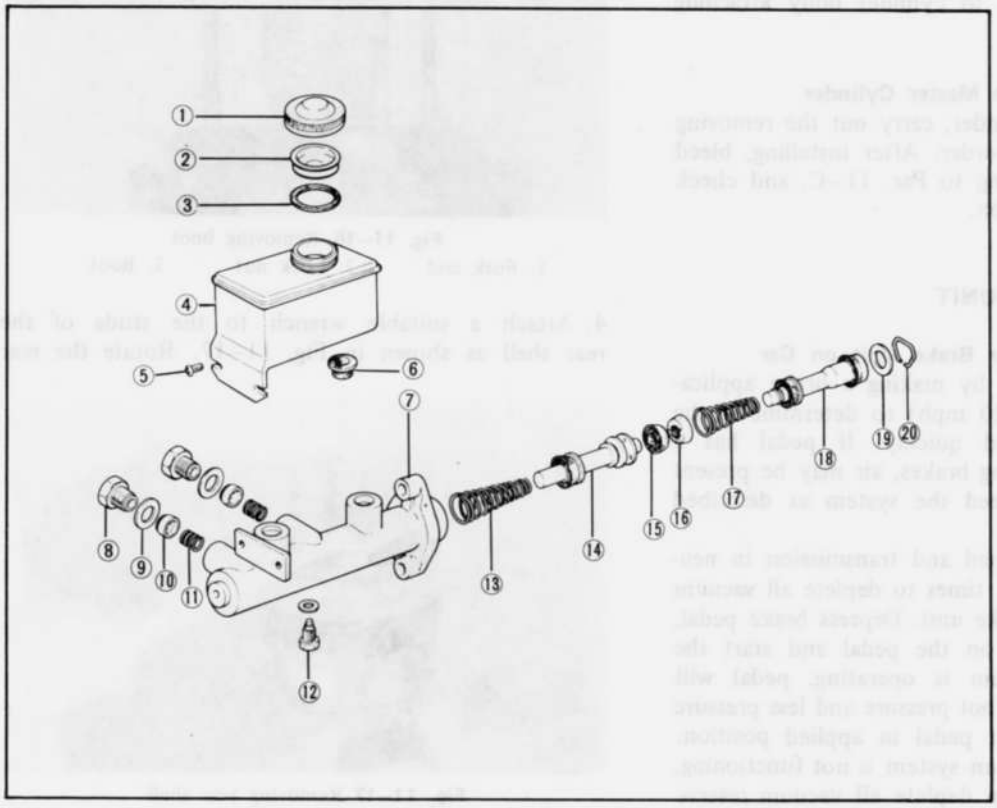

Fig.11–14
4. Fit the guide pin, as shwon in Fig. 11–9, into the stop bolt hole and insert the piston assembly and return spring into the cylinder. With a screwdriver push the piston as far as it will go, remove the guide pin, and install the stop bolt and washer.
5. Fit the primary cup and secondary cup onto the primary piston, as shown in Fig. 11–13.